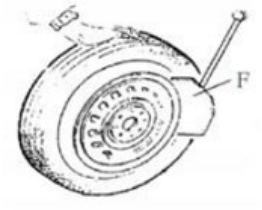

Fig 5
Asigurați-vă că ați evacuat complet tot aerul din anvelopă; așezați anvelopa sprijinită de tamponul de cauciuc (S). Aduceți lopata (F) în contact cu talonul, la aproximativ 10 mm de marginea jantei ca în Fig. 5. Apăsați pedala separatorului de talon al anvelopei (U) pentru a împinge paleta în anvelopă. Repetați operațiile de mai sus în diferite poziții în jurul anvelopei și pe ambele părți ale acesteia până când talonul anvelopei este complet desprins. (Fig 5.)